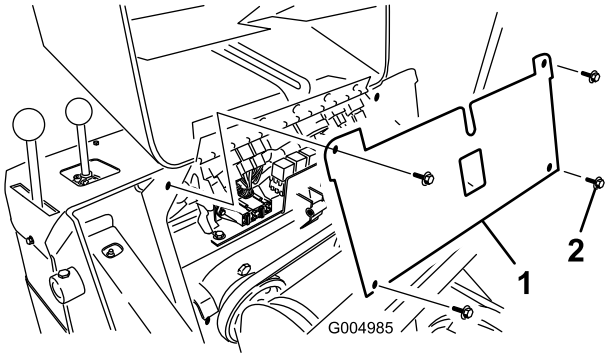

**Figur 41**
4. Ta bort de fyra skruvarna som håller fast säkringspanelen och dra sedan panelen utåt och uppåt för att ta bort den (Figur 41).